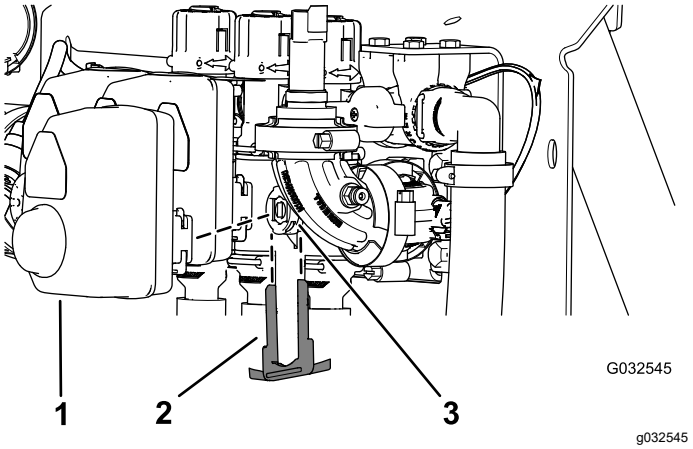

Figuur 117
2. Verwijder de borgclip waarmee de actuator bevestigd is aan de verdelerklep voor de spuitboomklep of de mengklep (Figuur 117).